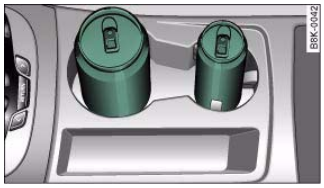

Fig. 96 Centre console: Front cup holder
– Two drinks can be placed in this cup holder ⇒ fig. 96.